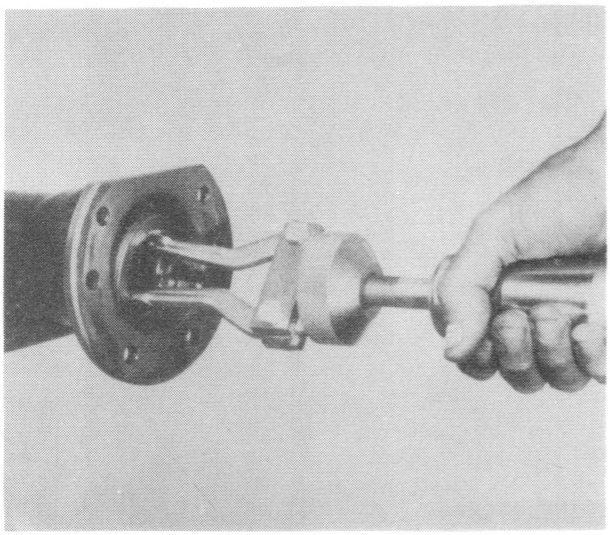

Figura 12
– Retirar o retentor interior da árvore de transmissão utilizando o extractor de pancada, conforme mostra a figura 12.